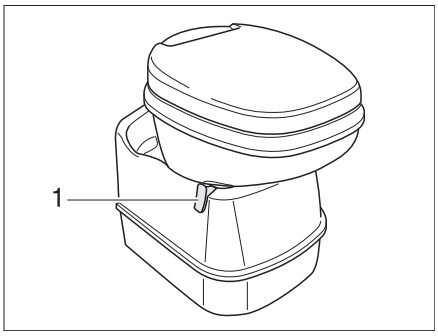

Fig. 139 Thetford toilet bowl, swiveling
- Before flushing open the sliding trap of the Thetford toilet. To do this, push the slide lever (Fig. 139,1) anticlockwise.
- Turn the slide lever (Fig. 139,1) clockwise. The sliding trap is closed. To empty, the sliding trap in the Thetford toilet **must** be closed.